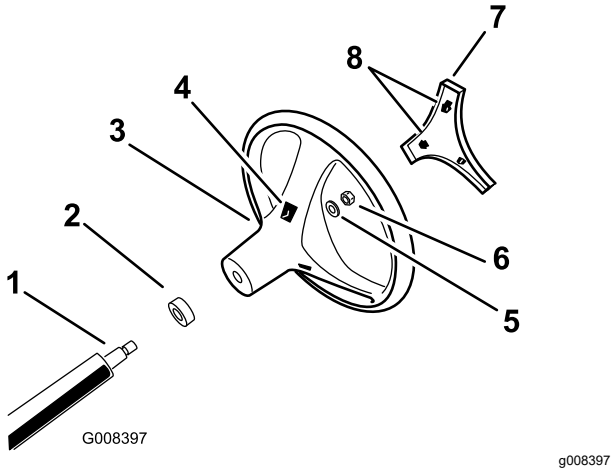

Figur 3
4. Fest rattet til akselen med låsemutteren (Figur 3). Stram til låsemutteren et dreiemoment på 24 til 29 Nm.
5. Juster tappene på dekslet med åpningene i rattet, og trekk dekslet på rattnavet (Figur 3).